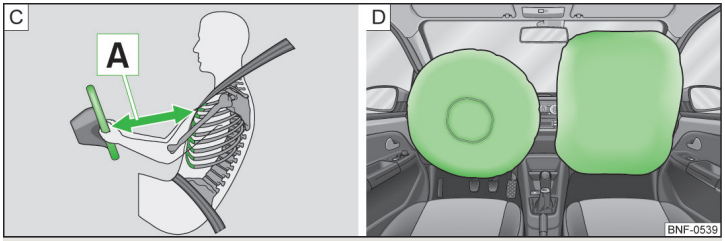

Fig. 8 **Safe distance to steering wheel/gas-filled airbags**
When the airbags are deployed, they inflate in front of the driver and front passenger » Fig. 8 - D. The forward movement of the driver and of the front passenger is cushioned when they make contact with the fully inflated airbag and the risk of injury to head and chest is thus reduced.
- For the driver and front passenger, it is important to maintain a distance of at least 25 cm to the steering wheel or dashboard A » Fig. 8. Not maintaining this minimum distance will mean that the airbag system will not be able to properly protect you – hazard! The front seats must always also be correctly adjusted to match the body size of the occupant.